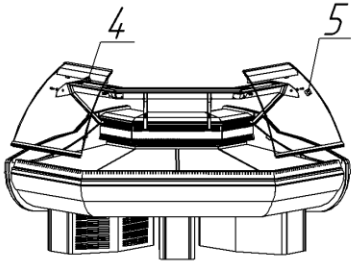
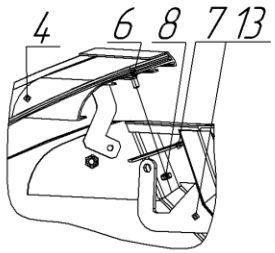

Рис.2.
Рис.3.
2. Установить правое и левое лобовое стекло 4,5, установив нижний опорный профиль в паз лицевого алюминиева профиля и зафиксировать саморезами (см. рис.2). Совместить резьбовую часть платика 6 с отверстием в опорном уголке 7, и зафиксировать гайкой 8 (см. рис.3).